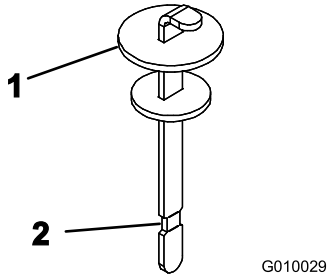

Figure 19
4. Dévissez la jauge du goulot de remplissage et essuyez-la sur un chiffon propre. Remettez la jauge dans le goulot de remplissage, ressortez-la et contrôlez le niveau de liquide. Le liquide doit atteindre le repère sur la jauge (Figure 19).